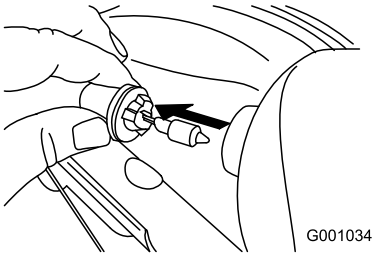

**Figure 63**
3. Remove the bulb straight out from the back of the headlight (Figure 63).